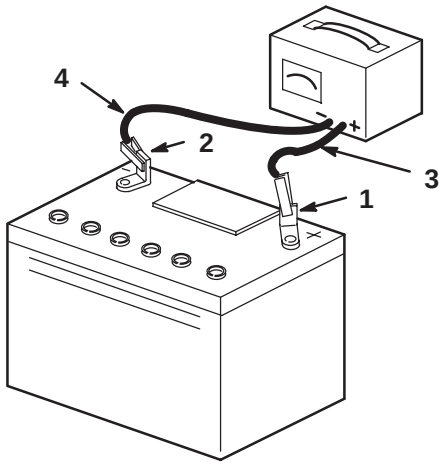

Figure 17
4. Quand la batterie est chargée au maximum, débranchez le chargeur de la prise, puis débranchez les fils du chargeur des bornes de la batterie (Fig. 17).